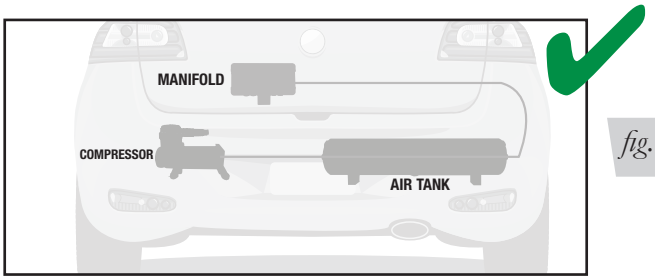

*fig. 1*
1. Plan component location first. Ideally, the manifold should be located at a level above the compressor and tank to avoid compressor ingested water from gathering in the manifold (fig. 1). This is most important for vehicles operated in below-freezing climates.